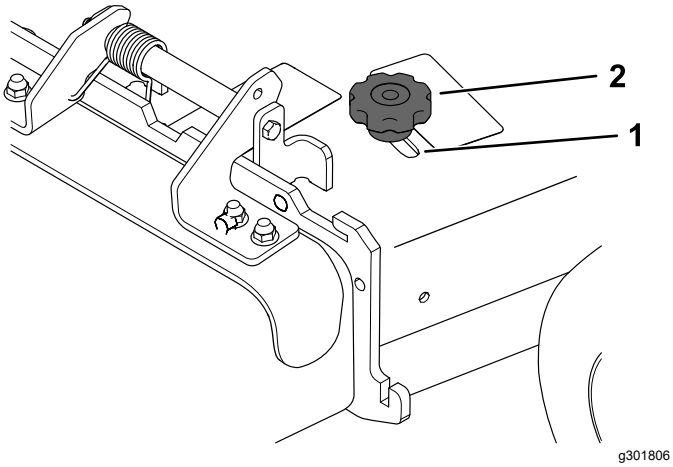

Figure 29
3. Pour régler le déflecteur, desserrez le bouton (Figure 29).